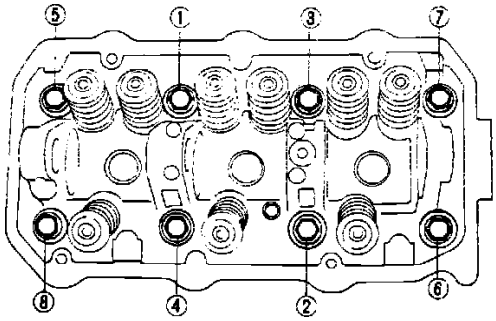

Fig. 30 Cylinder Head Bolt Tightening Sequence
5. Remove cylinder head bolts in reverse sequence as that shown in **Fig. 30,** then remove cylinder head from crankcase.